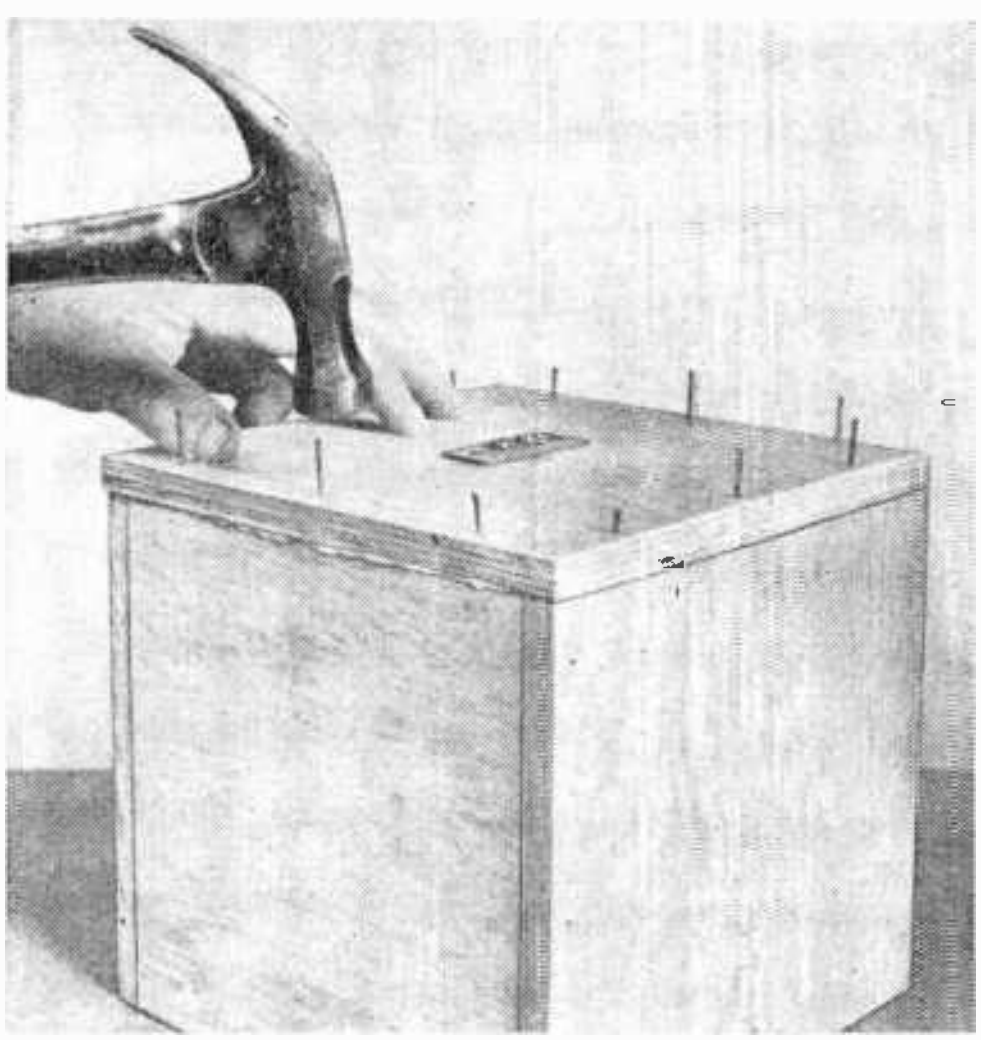

Fig. 5. Mount screw-type terminal strip to rear of cabinet; then glue and nail rear wall to cabinet shell, trueing up sides, top, and bottom as you go.
Fig. 5. To view the hologram, you must reproduce the optical arrangement used to make it, as shown in (A) and (B) above. The apparent image is difficult to see at first until you get used to it. Make sure the negative is positioned the same way it was taken and is straight. Viewing should be in a darkened room.
The hologram can be observed without disturbing the exposure setup. Looking at the exposure arrangement from the rear of the film holder, note the angles made to the film holder by the reference beam and the target reflection beam. Referring to Fig. 5, remove the film holder platform and place the hologram in the diverged reference beam at the point where the film was originally positioned. The image should appear where the original target was as you look through the back of the film. You may have to move the hologram around a little, and unless you remember the exact orientation of the film, you will have to turn it until you see the image. If the film is reversed, a weird, unrecognizable blown-up image will result. As previously mentioned, seeing the image is tricky until you are used to it. Have patience and try viewing a hologram that you know is good before giving up on the one you made. If you purchase the hologram optics kit mentioned in the Bill of Materials you will get a sample hologram to experiment with. Other holograms are available from Edmund Scientific Co., 300 Edscorp Building, Barrington, N.J. 08007.
Turn over the rear panel and fill the holes passing the zip cord with silicone rubber caulking compound. Then, glue and nail the rear panel to the enclosure shell as shown in Fig. 5. This done, use a pin or center punch to countersink all nail heads. Then fill the nail holes with "water putty" or plastic wood.